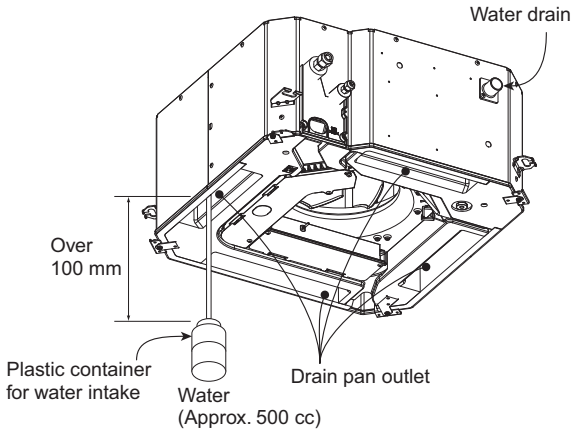

Fig. 2-63
(1) Connect power to the power terminal board (R, S terminals) inside the electrical component box.
(2) Slowly pour about 500 cc of water into the drain pan to check drainage. (Fig. 2-63)
(3) Short the check pin (CHK) on the indoor control board and operate the drain pump. Check the water flow through the transparent drain pipe and see if there is any leakage.
(4) When the check of drainage is complete, open the check pin (CHK) and remount the tube cover.